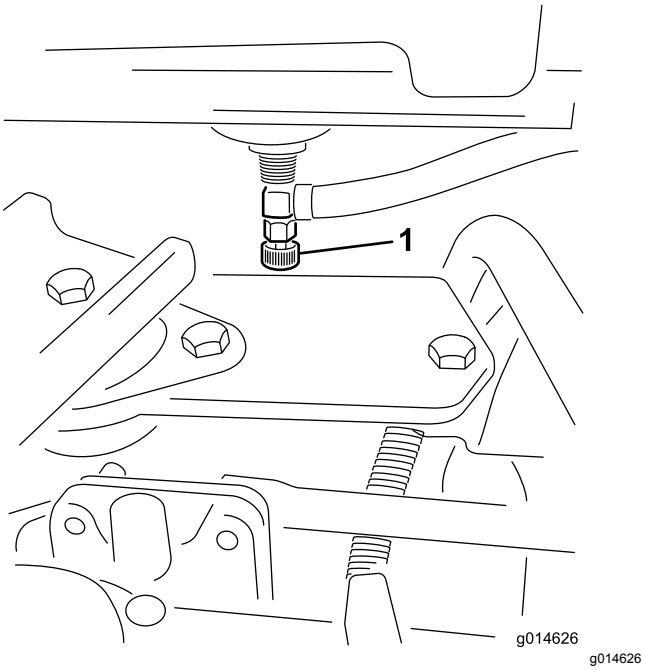

Rysunek 42
1. Zamknij zawór odcinający paliwo (Rysunek 42) znajdujący się pod zbiornikiem paliwa.